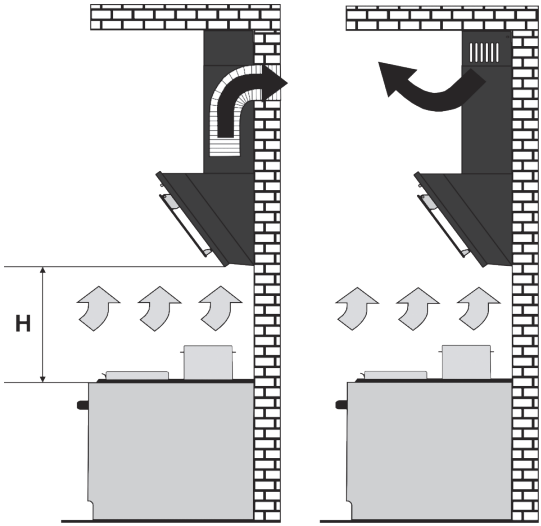

Рис. 1 Рис. 2
4.5 При монтаже вытяжки на необходимой установочной **высоте H** над плитой **(рис.1)** для отвода воздуха в дымоход используйте воздуховод **Ø150 / Ø120 мм.** Меньший диаметр создаст дополнительное сопротивление воздуху, что приведет к увеличению шума и вибрации, а также к перегреву двигателя.
☑ в режиме отвода воздуха в дымоход кухни (рис.1);